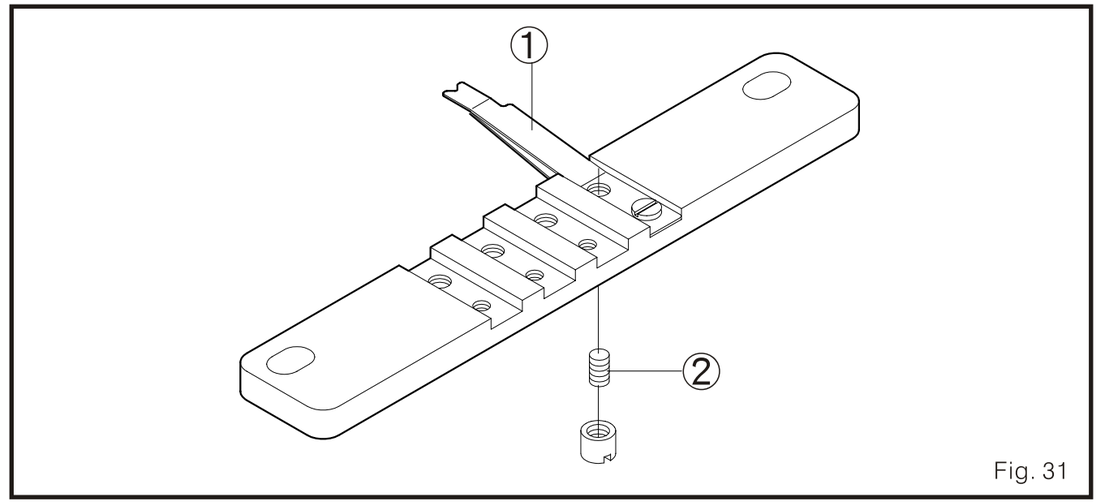

Fig. 31
(6) Ajustar la presión del resorte de la hoja cortadora movible 1: (Fig. 31)